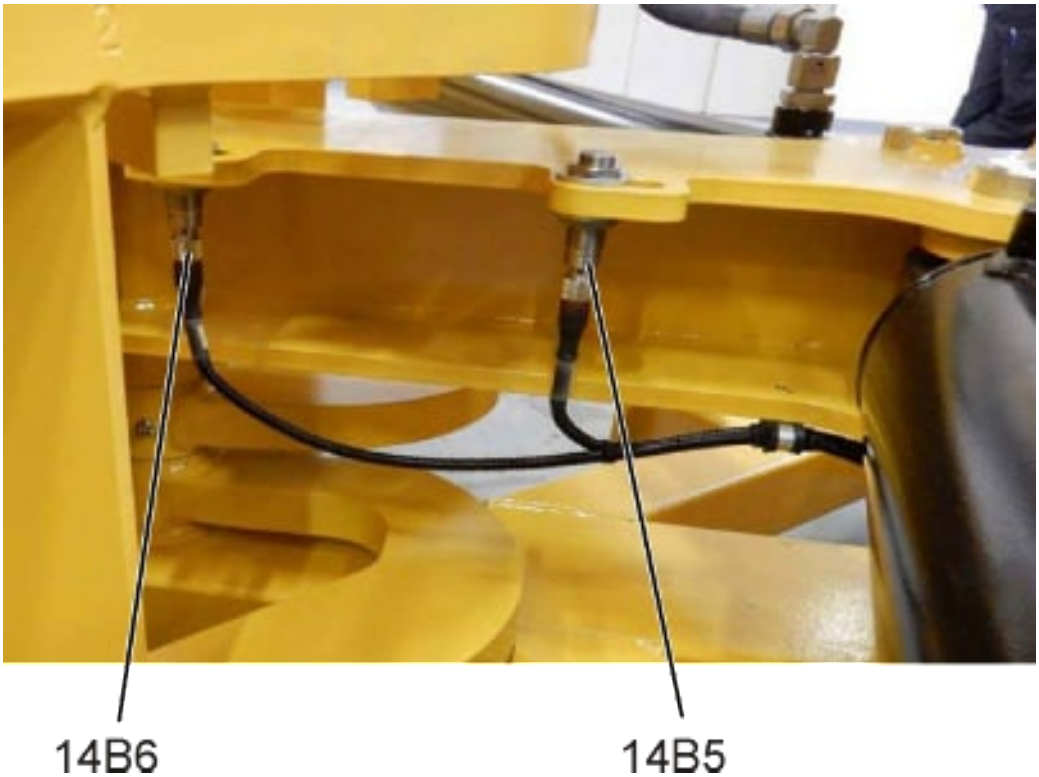

Fig. 8: Sensori 14B5 e 14B6
- 14B5 Fig. 8 - vomere anteriore, a sn, dietro
- 14B6 Fig. 8 - vomere anteriore, a sn, davanti